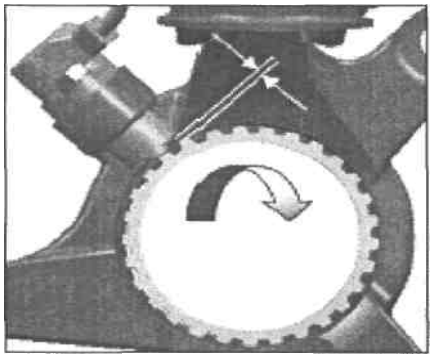

Рис. 739
4) При замене датчика АБС внимательно определите цвет разъема датчика. После установки датчика, при помощи щупа проверьте зазор датчика (Рис. 739, 740). Сборку проведите в обратном порядке.